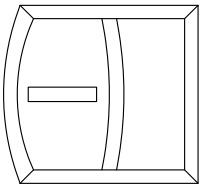
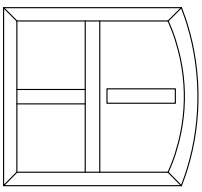

Abb. 2 Einsetzen der 1. waagerechten Sprosse
Abb. 3 Einsetzen der 2. waagerechten Sprosse
- Setzen Sie nacheinander die 1. (Abb. 2) und die 2. (Abb. 3) waagerechte Sprosse ein.